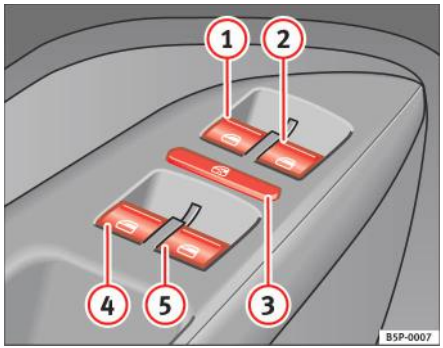

Fig. 68 Detaliu cu uşa şoferului: comenzile pentru geamurile din față şi din spate
Butoanele ⇒ pagina 110, fig. 68 (1) şi (2) au câte două niveluri pentru deschiderea şi închiderea geamului. Acest fapt facilitează deschiderea şi închiderea geamurilor în poziția dorită.